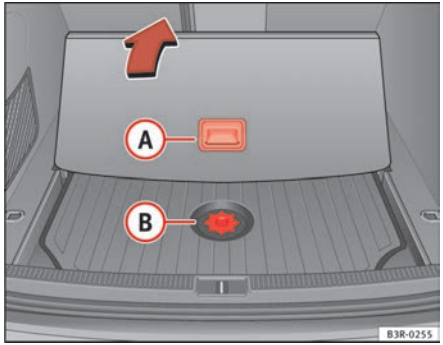

Fig. 185 Access to the toolbox and jack
– Take hold of handle (A) and fold back the floor panel in the luggage compartment ⇒ fig. 185.
– Unscrew the attachment screw from cover (B) ⇒ fig. 185.